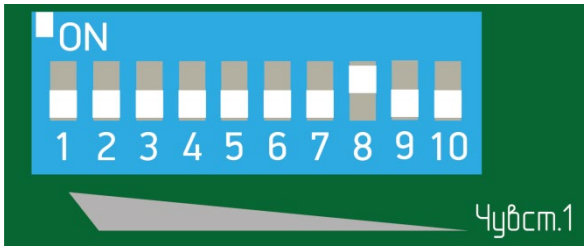

Рисунок 7.9
– установить флажок 8 переключателя регулировки чувствительности (рисунок 7.9) в положение «ON» (верхнее положение), все остальные флажки в нижнее положение;